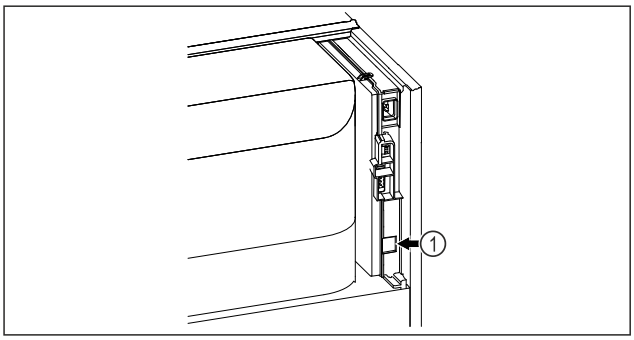

Fig. 84
❑ SmartModule *Fig. 84 (1)* is geplaatst.